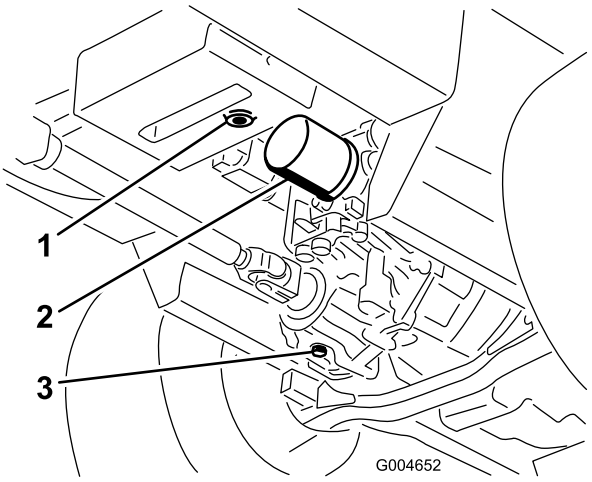

**Figur 64**
3. Placer en stor bakke under hydraulikbeholderen og gearkassen, og skru propperne af, så al hydraulikvæsken kan løbe af (Figur 64).
4. Rengør området omkring hydraulikoliefilteret, og afmonter det (Figur 64).